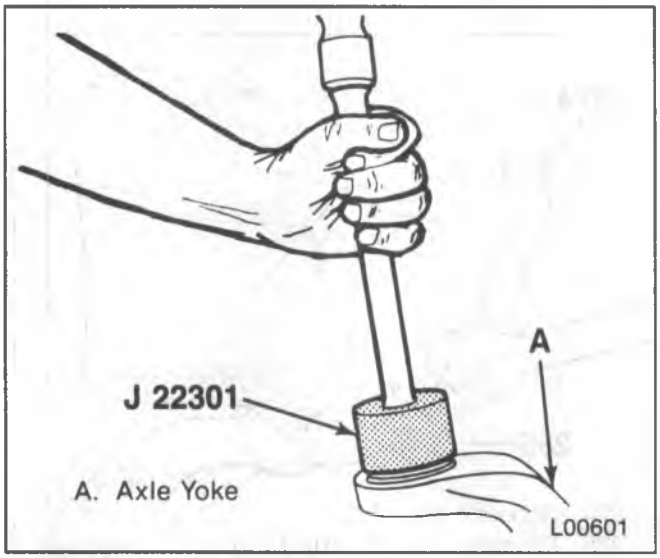

Figure 60 – Installing the Seal
3. Bearing (283) and NEW seal (284) using J 22301 (figure 60).